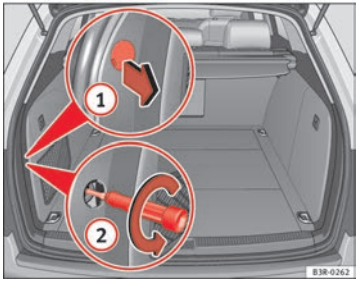
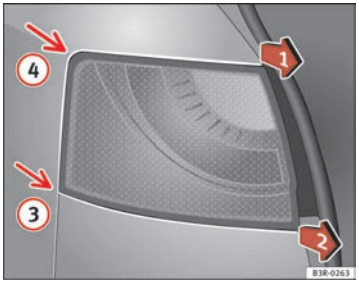

Fig. 225 Luggage compartment: Location of the bolt securing the rear light
Fig. 226 Removing rear light from side panel ▶
– Prise off the cover with a screwdriver in the slot ⇒ page 277, fig. 225 (1) and remove the cover (with the retaining clips) from the opening.
– Carefully loosen the screw located behind the cover with the screwdriver, turning it anti-clockwise (arrows) (2).
– Gradually ease the rear light out of the housing (⇒ page 277, fig. 226 positions (3) and (4)) by pulling alternately in positions (1) and (2).